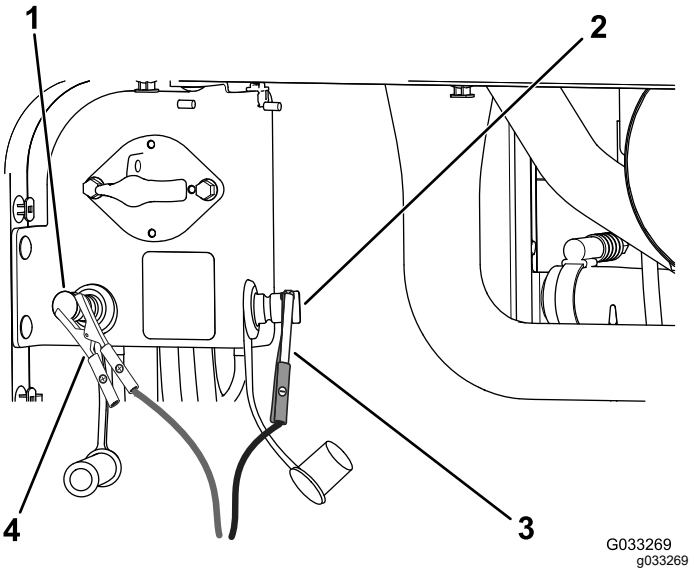

Figuur 110
4. Verbind de pluskabel van de acculader met de positieve startpool (Figuur 110).
5. Verbind de minkabel van de acculader met de negatieve startpool (Figuur 110).
7. Zodra de accu's volledig opgeladen zijn, maakt u de acculader los van de voeding en maakt u vervolgens de oplaadkabels los van de startpolen (Figuur 110).